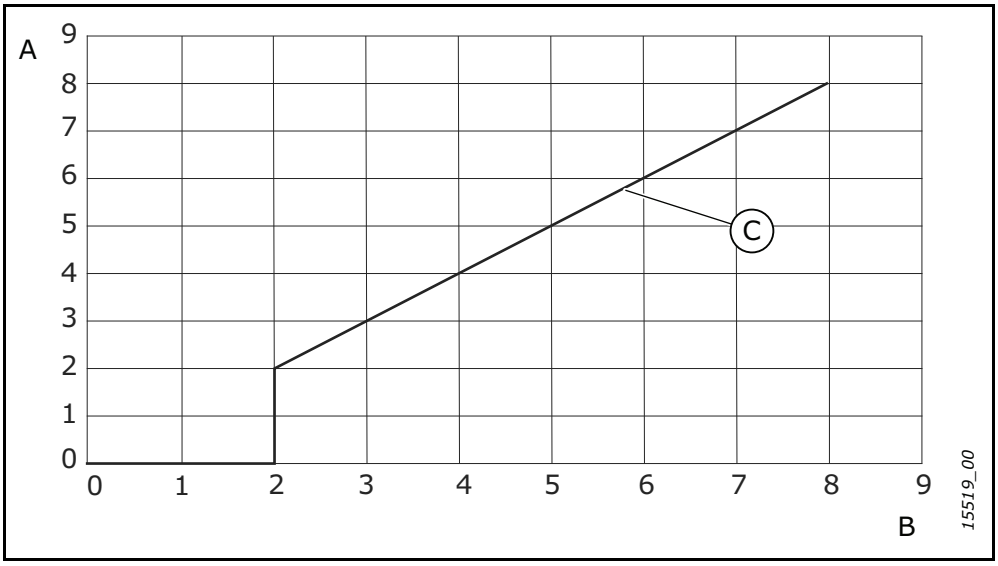

图 1. 存储时间和重整时间
4. 开始重整电容器。重整时间取决于存储时间。请参阅图 1。